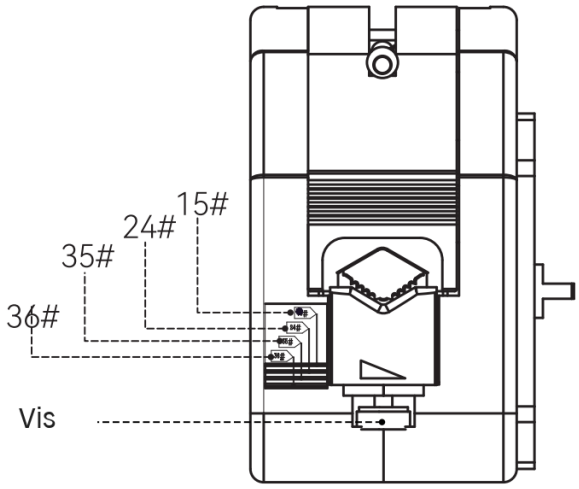

Figure 4 Réglage de la pince selon la taille du tube
4. Tourner la vis sous la pince en fonction de la taille du tube pour le maintenir. Le triangle sur la pince indique le sens. Respecter les repères #15, #24, #35 et #36 de la Figure 4.